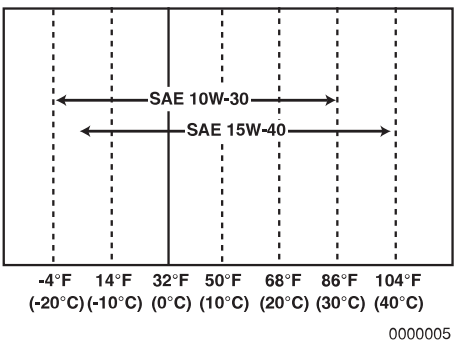

Figure 5
- Select the oil viscosity based on the ambient temperature where the engine is being operated. *See Engine Oil Viscosity* **Figure 5**.
- Select the appropriate engine oil viscosity based on the ambient temperature shown in the SAE Service Grade Viscosity Chart **(Figure 5)**.